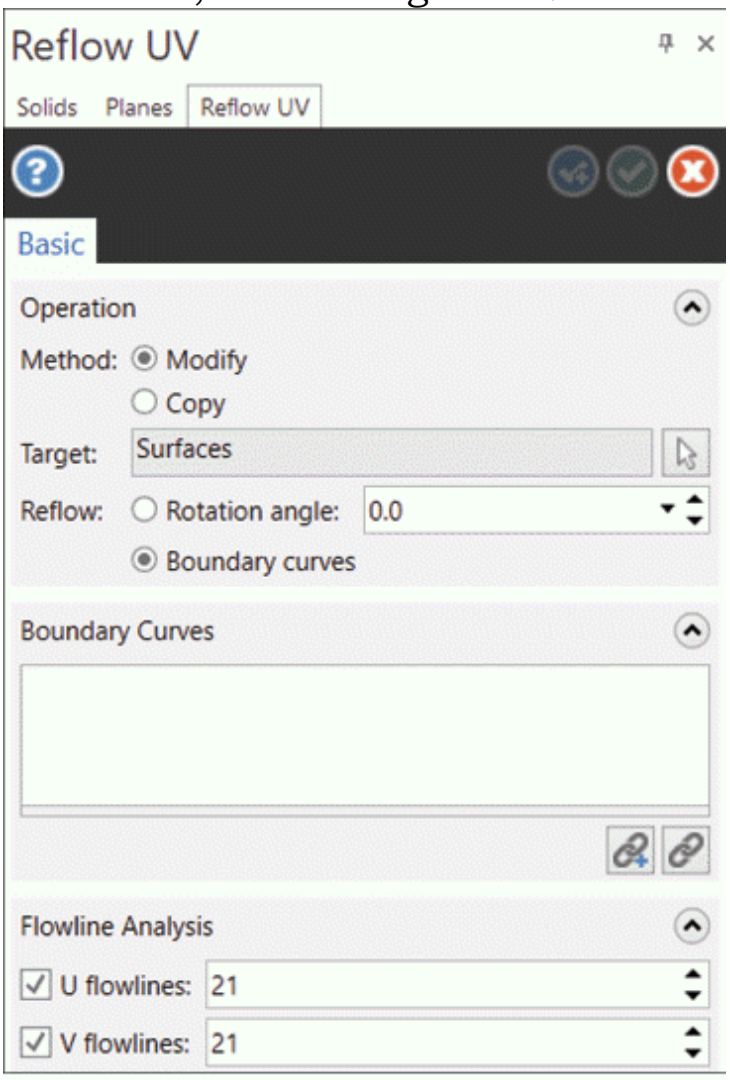
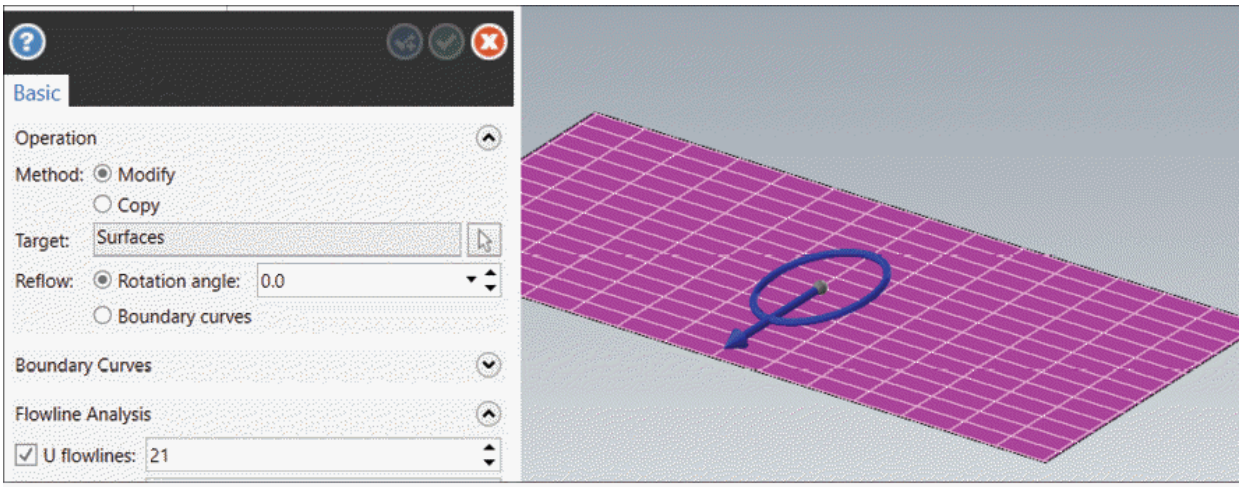

Figure-81. Reflow UV Manager
Figure-82. Preview of UV lines for reflow
- Click on the **Reflow UV** tool from the **Flowline** group in the **Surfaces** tab of the **Ribbon**. The **Reflow UV Manager** will be displayed; refer to Figure-81 and select desired surface to be modified. Preview of UV lines will be displayed with modification handles; refer to Figure-82.